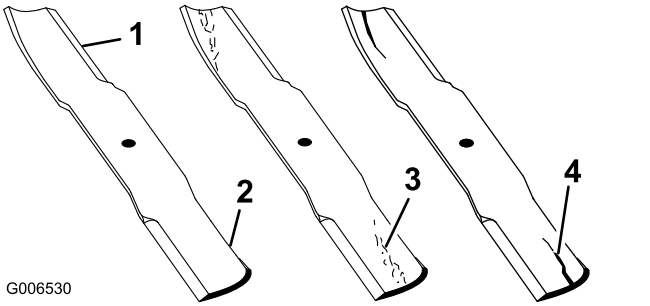

Figure 73
1. Examinez le tranchant des lames (Figure 73).
4. Remplacez immédiatement toute lame fendue, usée ou qui présente une entaille (Figure 73).